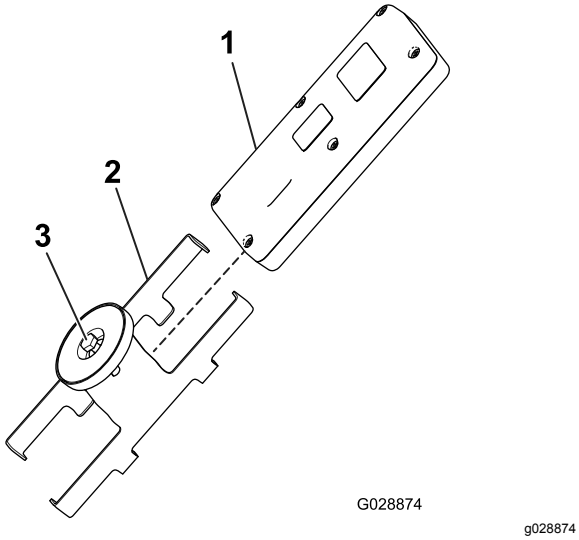

Figur 13
5. Monter den håndholdte fjernkontrollen i den magnetiske fjernkontrollbraketten, skyv halvdelene sammen for å sikre fjernkontrollen, og stram bolten i magneten (Figur 13).